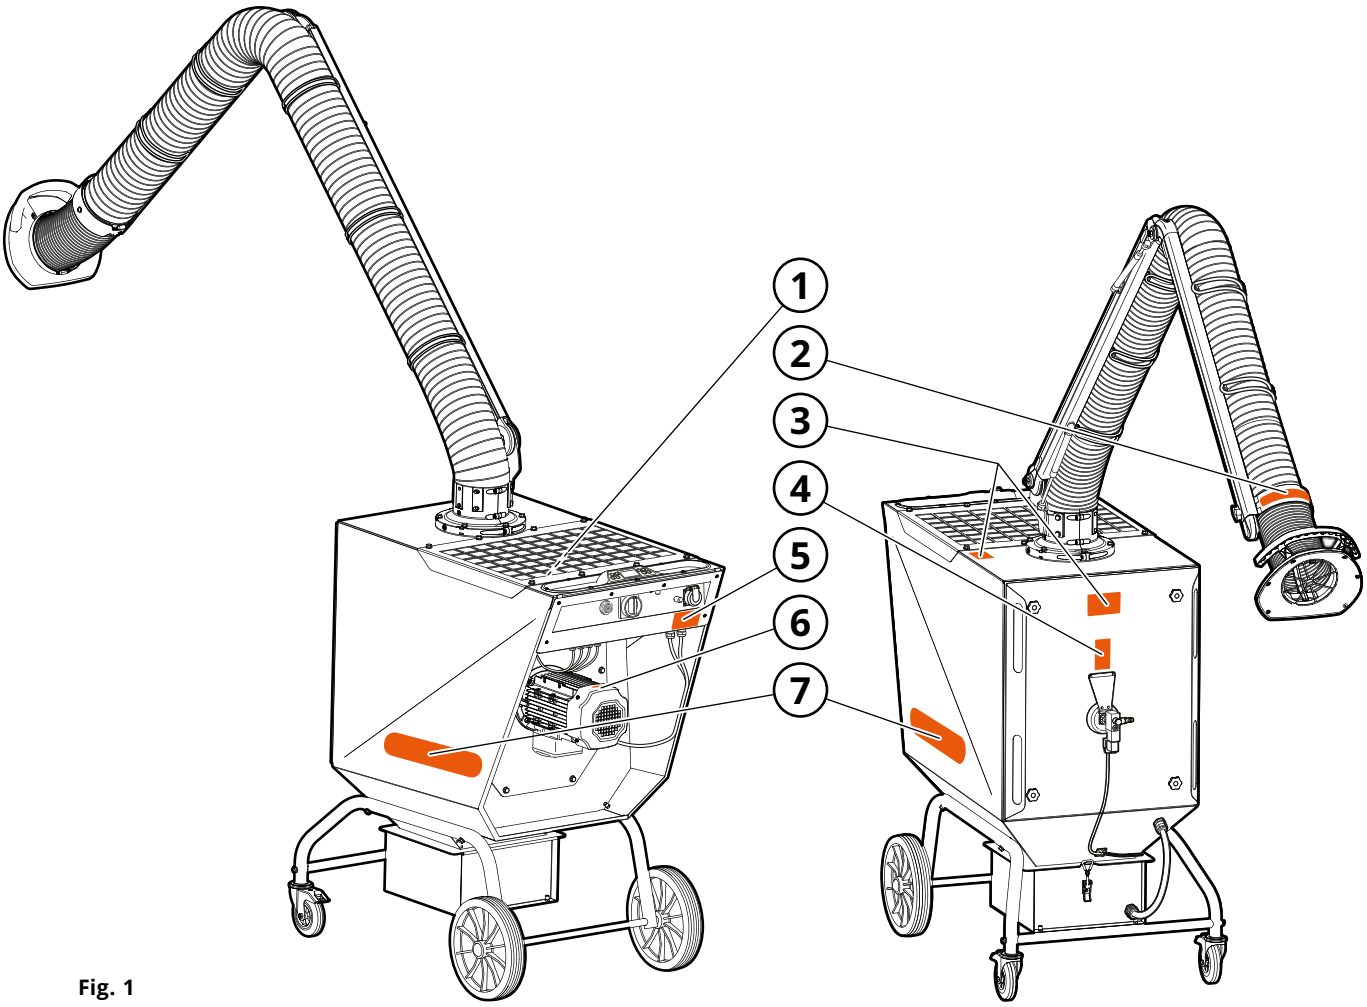
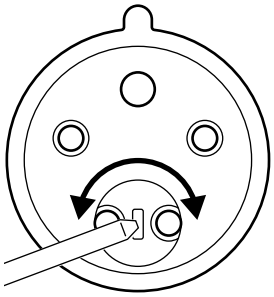

Fig. 1
Fig. 15
Gemäß **Fig. 1.**
3. Die Drehrichtung des Ventilators überprüfen. Die Drehrichtung des Ventilatormotors wird durch Starten des Motors und sofortigem wieder Ausschalten ermittelt. Bei abnehmender Drehzahl ist die Drehrichtung des Motors durch die Schutzhaube für die Motorkühlung zu erkennen. Bei falscher Drehrichtung (entgegen der Pfeilrichtung, Aufkleber gemäß **Fig. 1** Pos. 6) mit einem Schlitzschraubendreher die Phasen im Stecker vertauschen, siehe **Fig. 15**.